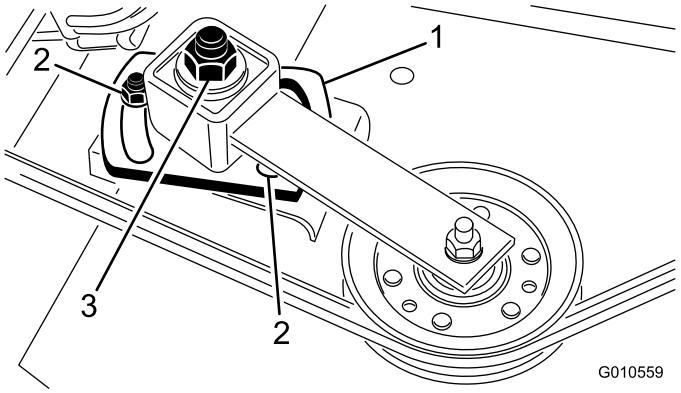

Figur 30
5. Brug en topnøgle og momentnøgle til at stramme styreremskivens justeringsmøtrik til 47-54 Nm (Figur 30).